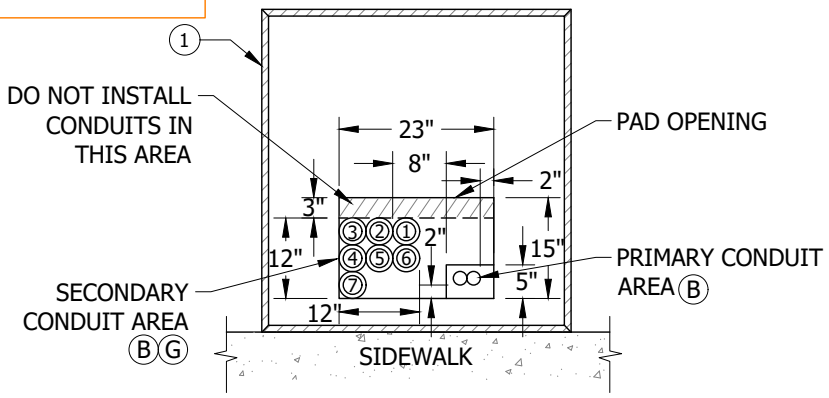

FIGURE 7
(B) PLACE ALL PRIMARY AND SECONDARY CONDUITS WITHIN THE PAD OPENING AS SHOWN IN FIGURES 7 AND 8. DO NOT CUT INTO THE CURVED PORTION ON THE ELBOWS. RADIUS OF CURVATURE IS 36-INCH MINIMUM FOR 3-INCH AND 4-INCH CONDUITS. PLACE ALL CONDUIT WITH 3/0 OR LARGER CABLE TOWARDS THE REAR OF THE 12-INCH SECONDARY AREA. (C)
(G) WHEN THE NUMBER OF REQUIRED CONDUITS IS LESS THAN THE TOTAL CONDUITS ALLOWED IN THE TABLE, INSTALL CONDUITS IN NUMBERED SEQUENCE AS SHOWN IN FIGURE 7.